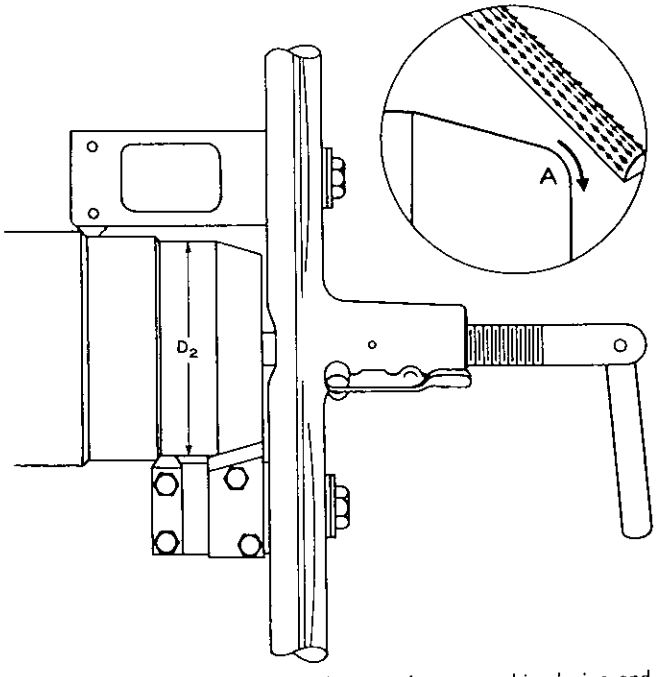

FIG. 53 — Typical machining tool. Use a factory-machined pipe end as a gauge to set cutting blades of machining tool.
Field machining tools are available for machining the rough pipe barrel of Transite Pipe when it has been cut—or for extending the Ring Sealing portion (D-2, Fig. 53) for use in making closures.
—and tungsten carbide tipped blades. See Fig. 53.
3. Check dimensions of field machined end (dimension table on page 104) to assure that machining tool did not loosen during operation. See Fig. 53.
4. Round the pipe nose with a coarse wood rasp to allow the rings to start easier. See A, Fig. 53.